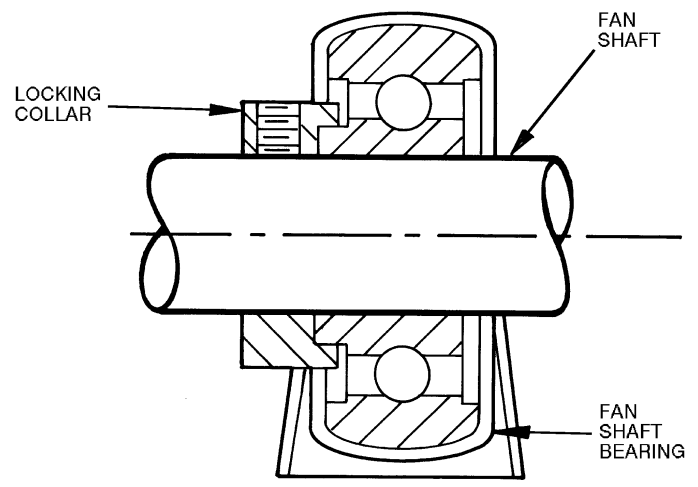

**Fig. 16 — Fan Shaft Bearing**
**Fan Shaft Position Adjustment** Loosen setscrew or locking collar of each fan shaft bearing. Slide shaft into correct position and replace locking collar (Fig. 16). To replace locking collar, push collar up against inner face of bearing. Turn collar in direction of fan rotation until tight, and tighten setscrew. Tightening locking collar in direction of fan rotation results in further tightening of collar should setscrew work itself loose.